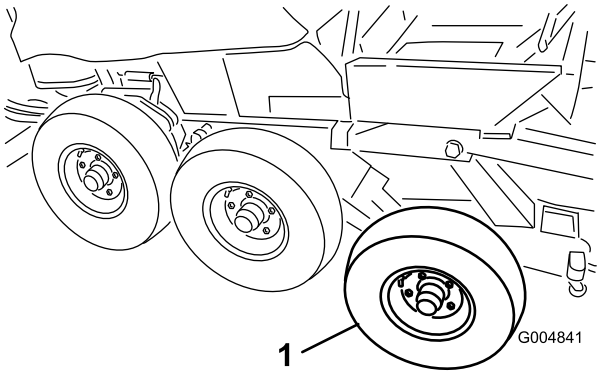

Figur 119
45. Fjern for- og midterdækkene fra vintersamlingen (Figur 119).